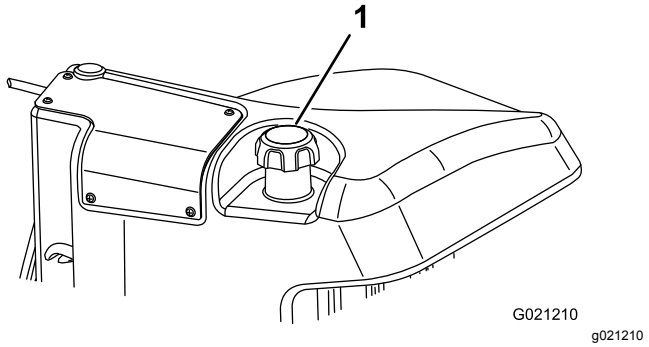

**Figur 28**
3. Fjern dækslet fra brændstoftanken (Figur 28).